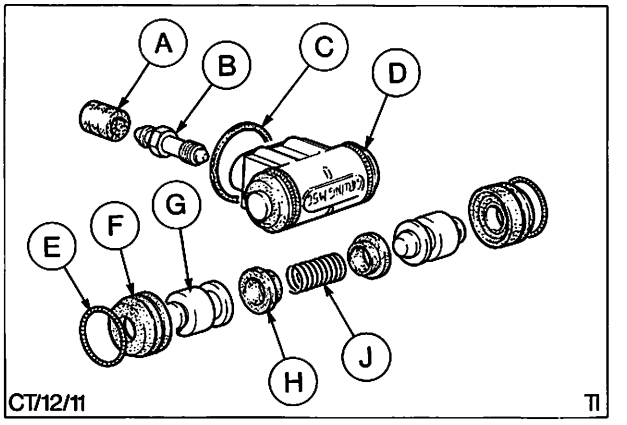

Abb. 45 A = Staubkappe
7. Einen Kolben in die Zylinderbohrung schieben. Vom anderen Ende her Druckfeder und zweiten Kolben einschieben. Neue Staubmanschetten montieren und mit neuen Halteringen sichern, Abb. 45.